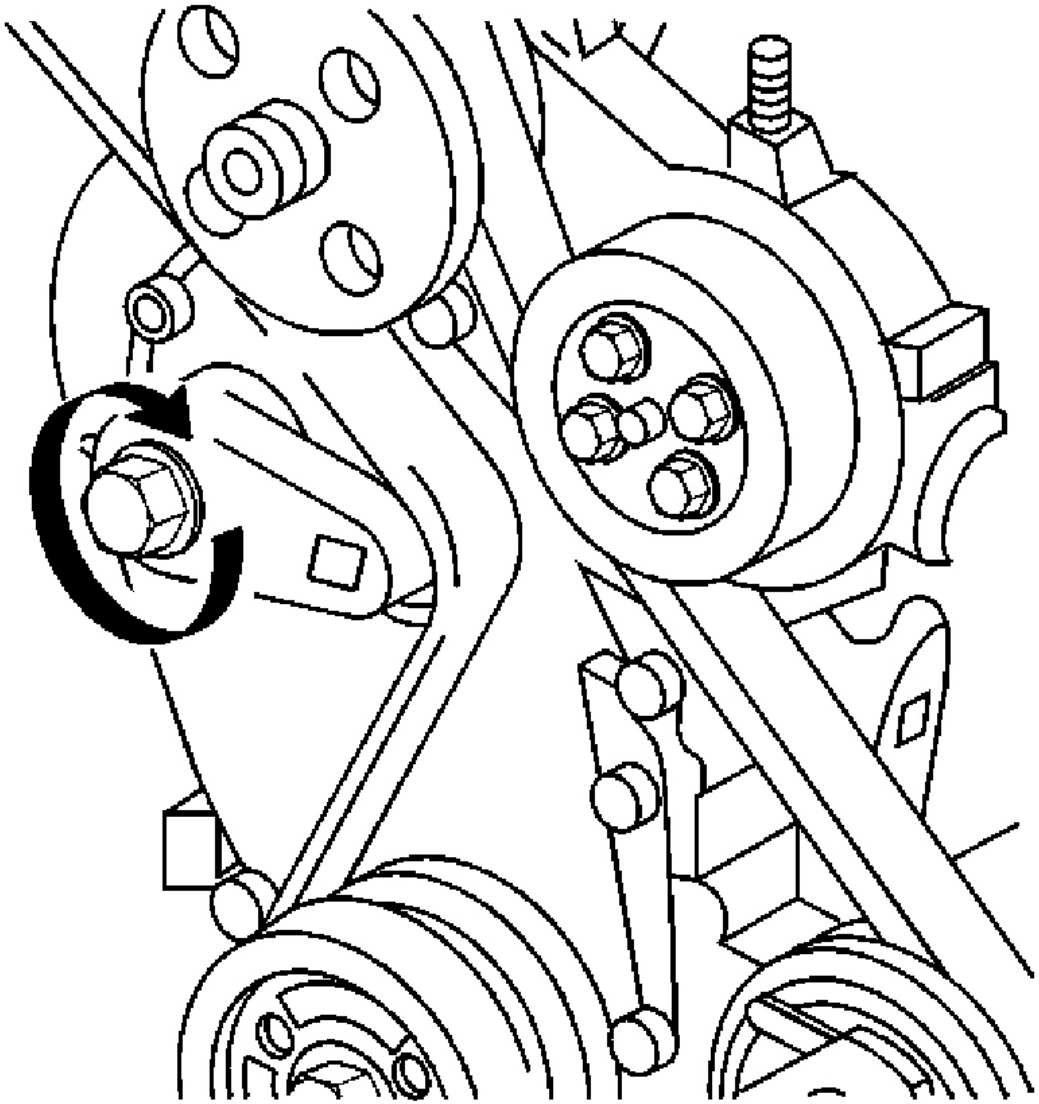

Fig. 23: Rotating The Belt Tensioner
1. Disconnect the negative battery cable. Using the J-39914, rotate the belt tensioner. See **Fig. 23** .